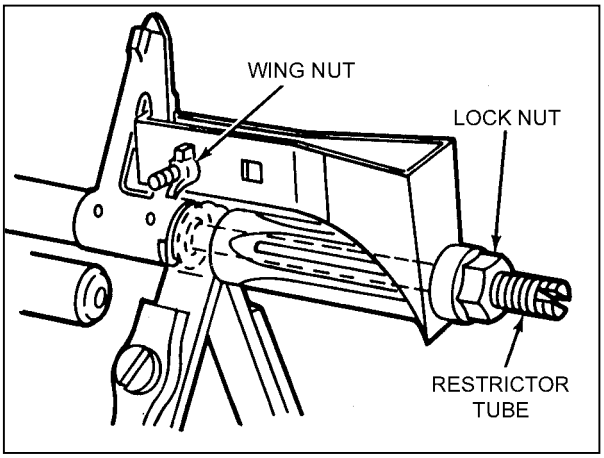

Figure 2-6. M13A1 blank firing attachment.
b. **Installation of the M13A1**. The M13A1 is installed by (Figure 2-6) loosening the lock nut, turning the restrictor tube out a few turns, and loosening the wing nut a few turns. The restrictor tube is inserted in the flash suppressor as far as possible and is clamped around the front sight. The wing nut is tightened finger tight. The restrictor tube is screwed in until it seats tightly against the muzzle end of the barrel to prevent gas leakage, and then the lock nut is tightened.